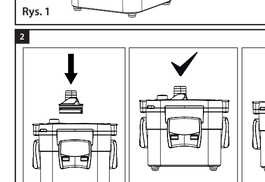

Rys. 2.
2. verwijder de filterbedieningseenheid van the filterkop door de hendel tegen the klok in te draaien (Fig.2)
3. Open de veiligheidssperges (5) en schuif de kop uit de filtercontainer
4. Haal de filterkoei(7) met filterpatronen eruit en maak schoon of vervang ze door nieuwe zoals aanbevolen
5. Vouw het apparaat op door de filterkoien (7) in de container te plaatsen, plaats het filterdeksel (4) op het filtercreservoir (6) en sluit de 4 gepen (5) de het filterdeksel vastbouden
6. Sluit de besturingsunit (2) aan op de filterkap (4) en schakel de unit vervolgens over op de stroombron